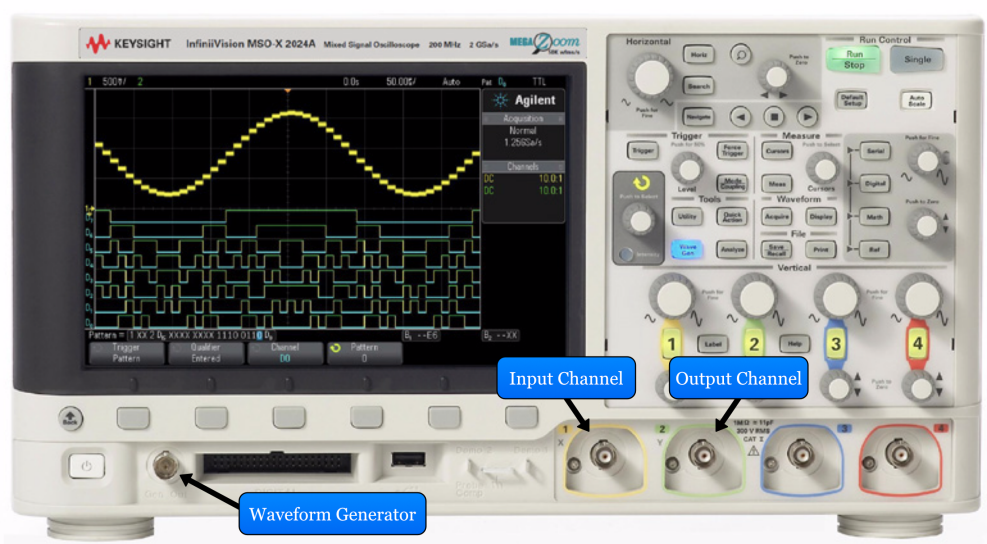

Figure 1: Ports for connecting oscilloscope to circuit
- **Test equipment setup (refer to Figure 1)**